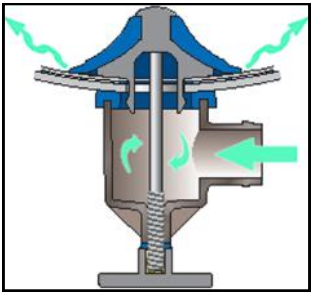

Figure 9. Aerator Air Flow
11. AERATION - Induces air into hopper to aerate product and make it flow-able. See figure 9 for identification of aeration units. Refer to Aeration System Operation on page 31 for detailed description.
Aerators are flexible neoprene diffusing collars designed to fluidize pulverants, granular, and wet cargoes such as slurries. Figure 9 illustrates air flow through the aerator.